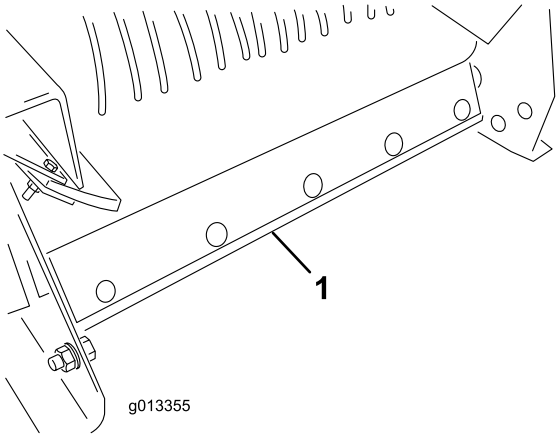

Figur 50
5. Avlägsna bandets rengöringsskrapa från ProPass bakre del (Figur 50).